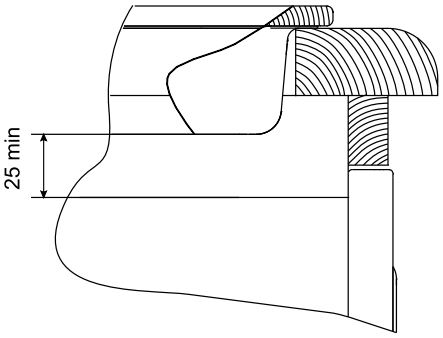

рис. 3
■ При совместной установке варочной панели и духового шкафа необходимо учитывать выступание корпуса варочной панели из нижней части столешницы и верхней части корпуса духового шкафа. Соприкасание не допускается. Рекомендуемый воздушный зазор не менее 25мм (см. рис. 3).